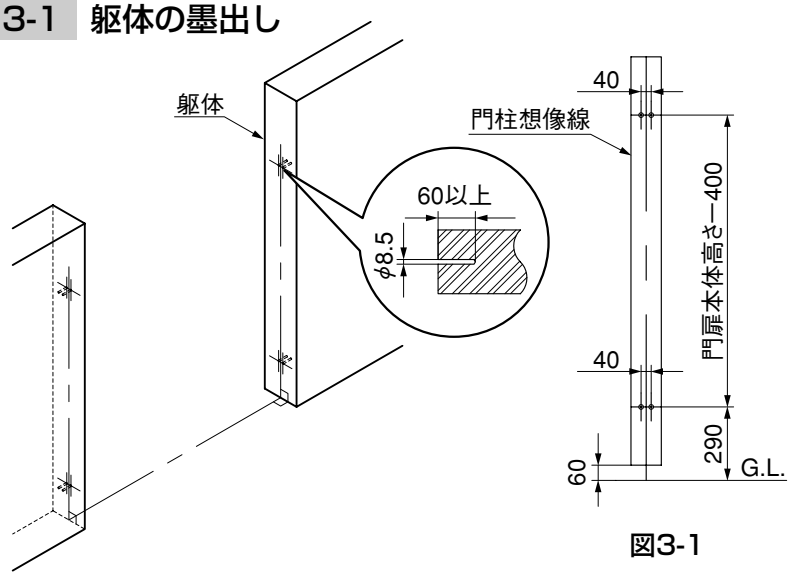

図3-1
❶ 躯体にアンカーボルトの孔あけ位置を墨出ししてください。（図3-1参照）
❷ φ8.5深さ60mm以上の下孔をあけてください。
❸ 孔内の切粉を除去してください。